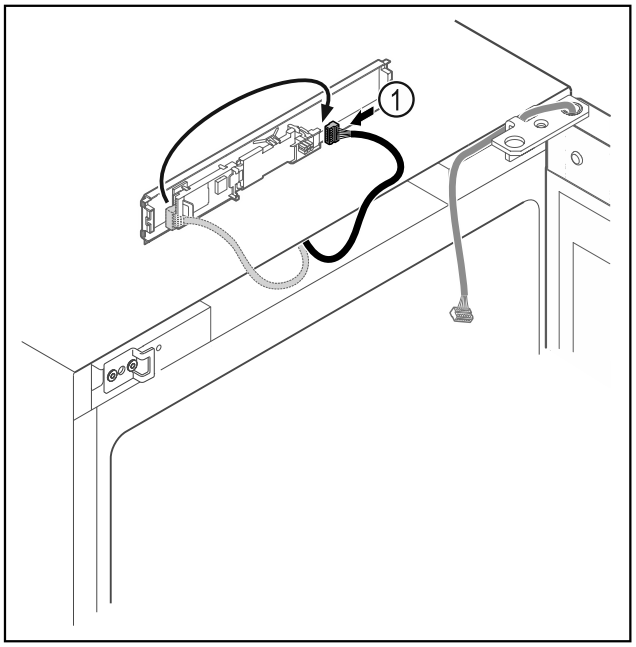

Fig. 11
▶ Schimbați poziția de introducere a fișei *Fig. 11 (1)* la placa electronică.